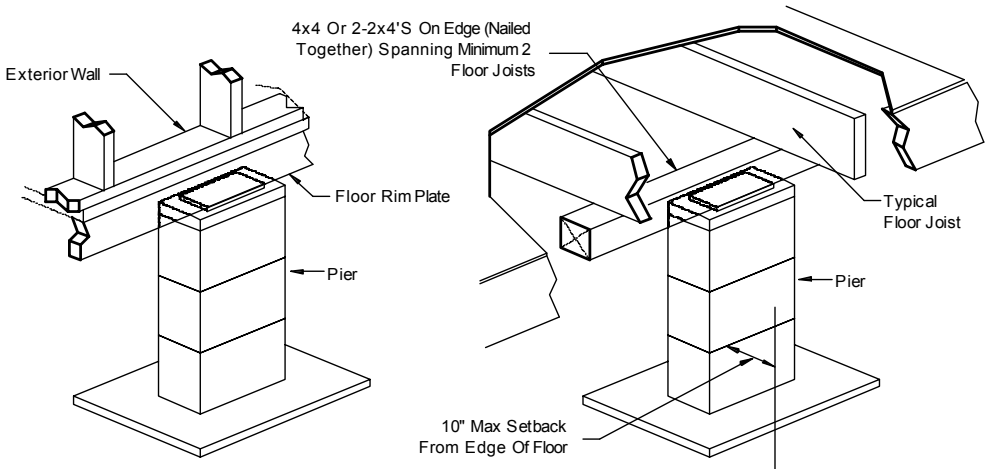
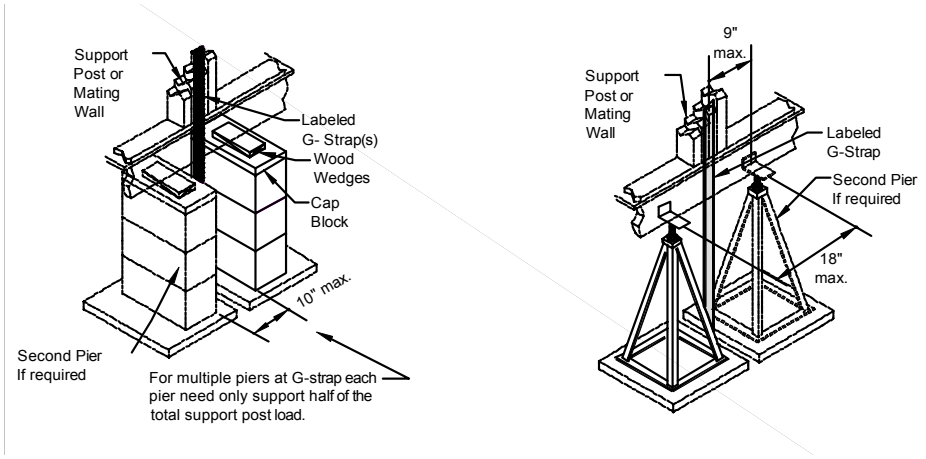
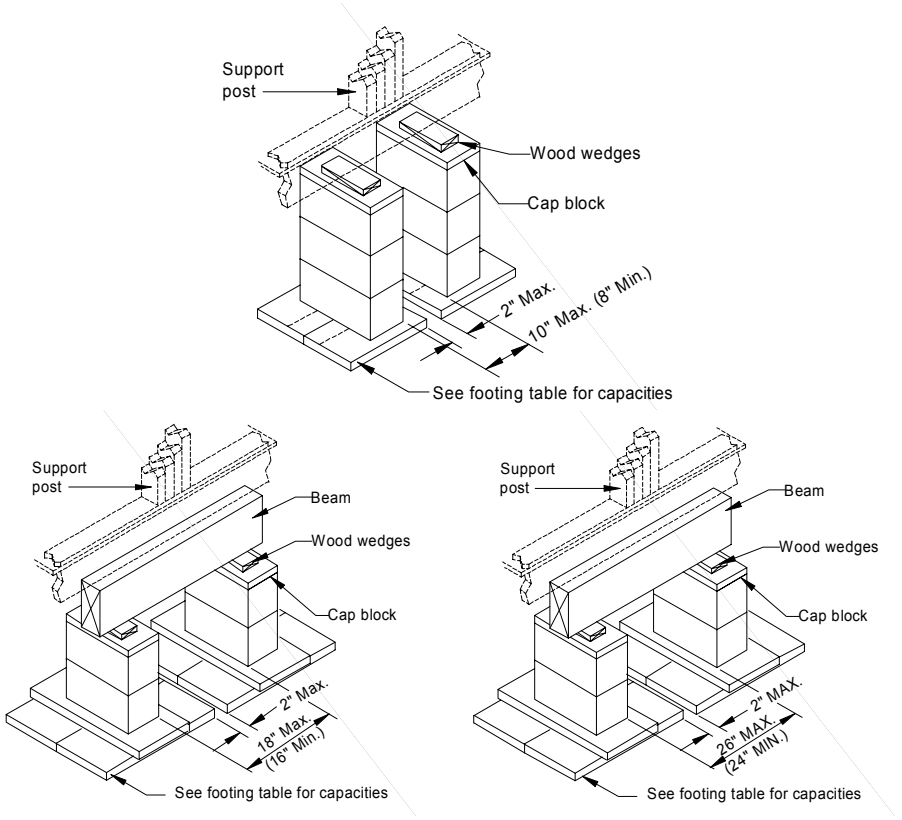
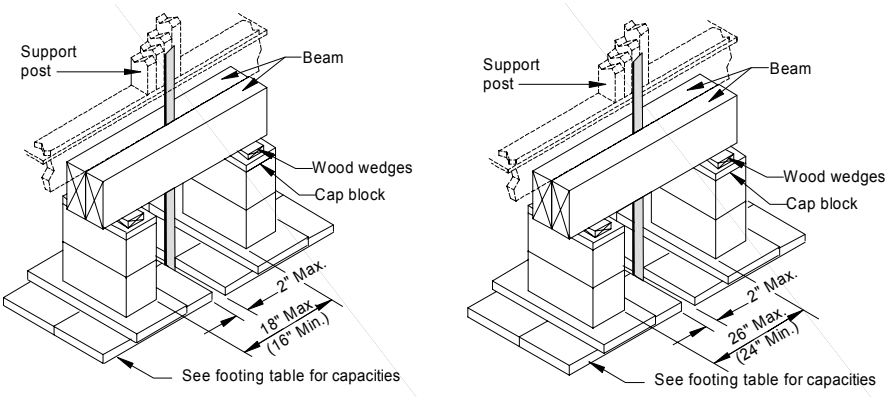

Figure 15. *Perimeter supports*
Figure 16. *Piers at Support Posts (with G-Strap)*
Figure 17. *Multiple piers at support posts*
Figure 18. *Multiple piers and G-strap at support posts*
- Recess perimeter blocking supports and perimeter point load supports no more than 10 inches from the edge of the floor with added support as shown in **Figure 15**.
- For multi-section units, the mating line piers may need special solutions. If a G-strap occurs at a support post, the piers can be arranged as shown in **Figure 16**. If the loads at the support post are large enough, it may be necessary to use double piers as shown in **Figure 17**. If a G-strap occurs where double piers are used, it may be necessary to add support beams as shown in **Figure 18**.
- **Figure 15** thru **Figure 18** are intended to show pier and footing placement. The actual pier construction shown (concrete block or commercial metal) is not meant to limit the type of pier that can be used. Any type of pier described in **Table 13** (p. 37) may be used in these configurations.